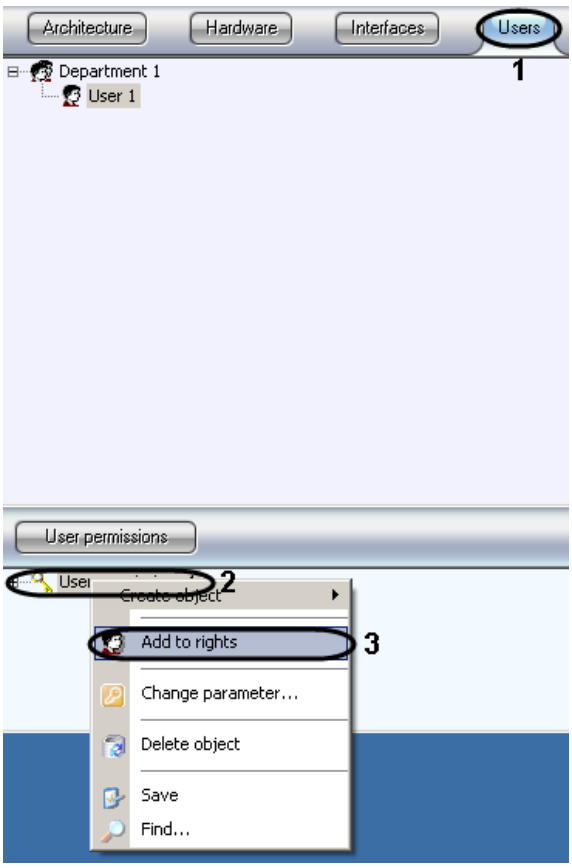

Figure 8.22-18 Assigning access rights to the operator
1. Go to the “Users” tab in the “System settings” dialog box (Figure 8.22-18, 1).
2. Select an object, corresponding to the rights account that have to be assigned to the operator, in the objects tree under the “User permissions” button (Figure 8.22-18, 2).
3. Call the context menu by right-clicking upon the selected “User permissions” object (Figure 8.22-18, 3). Select the “Add to rights” command in the menu.